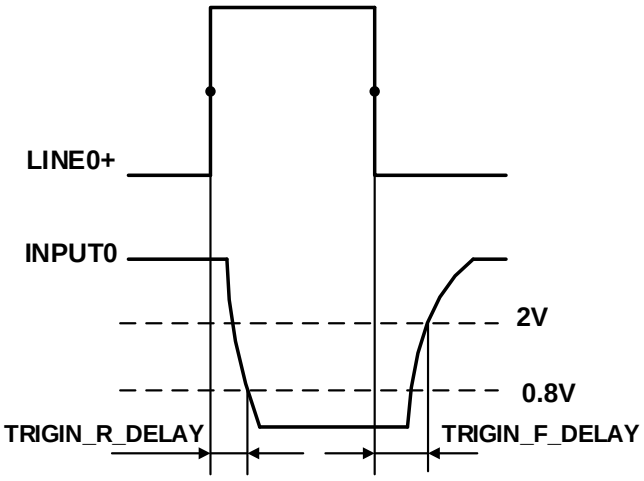

图 7-4 光耦隔离输入电路参数
- 上升沿延时时间：<50μs（0℃~45℃），参数说明见图 7-4
- 下降沿延时时间：<50μs（0℃~45℃），参数说明见图 7-4
- 输入上升沿延时：<2μs（0℃~45℃），参数说明见图 7-4
- 输入下降沿延时：<2μs（0℃~45℃），参数说明见图 7-4